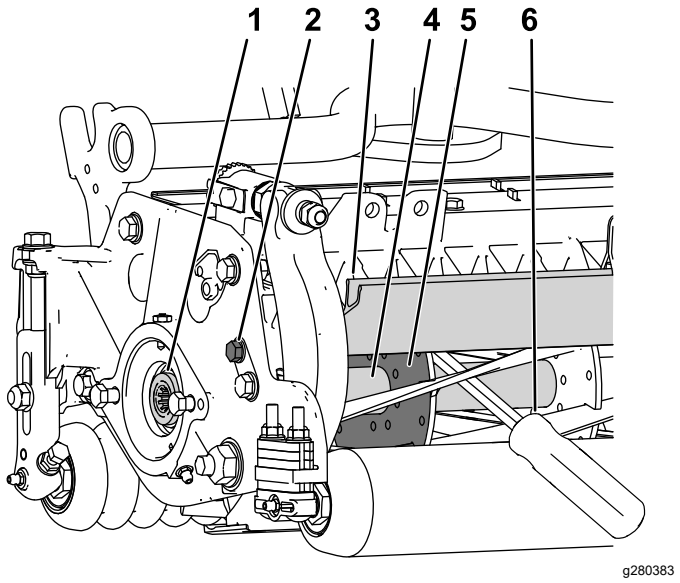

Figuur 28
1. Maak de bout van het scherm aan de linkerzijde van de maai-eenheid los en breng het achterscherm omhoog (Figuur 28).
2. Steek een rolkoevoet met lange steel (⅜" x 12" met schroevendraaierhandgreep wordt aanbevolen) door de achterkant van de messenkooi, het dichtst bij de zijde van de maai-eenheid die u gaat vastdraaien (Figuur 28).
3. Plaats de rolkoevoet tegen de gelaste zijde van de steunplaat van de messenkooi (Figuur 28).